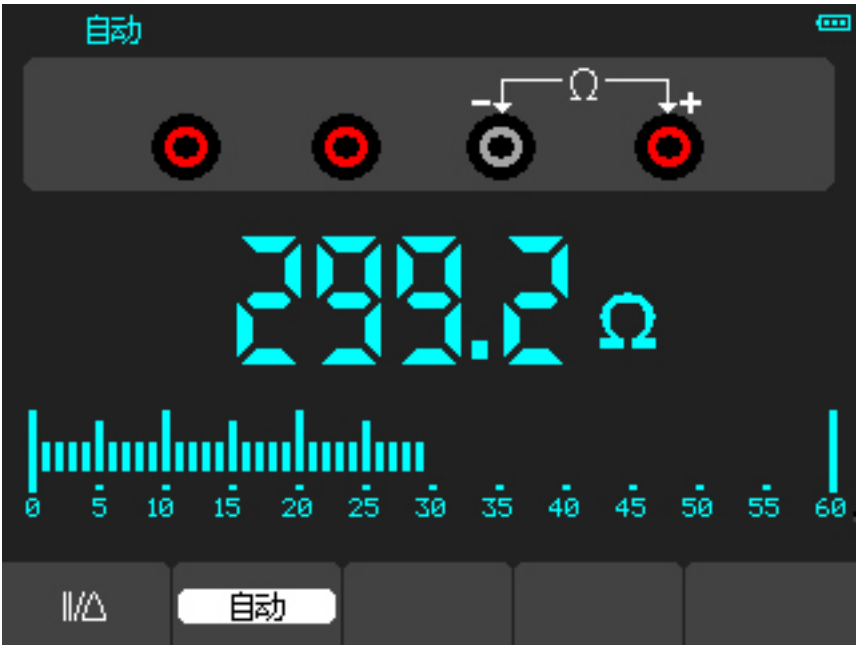

图 4-2 电阻测量
c) 将红色和黑色表笔连接到被测电阻器，屏幕将显示被测电阻器的电阻值读数（如图4-2）。